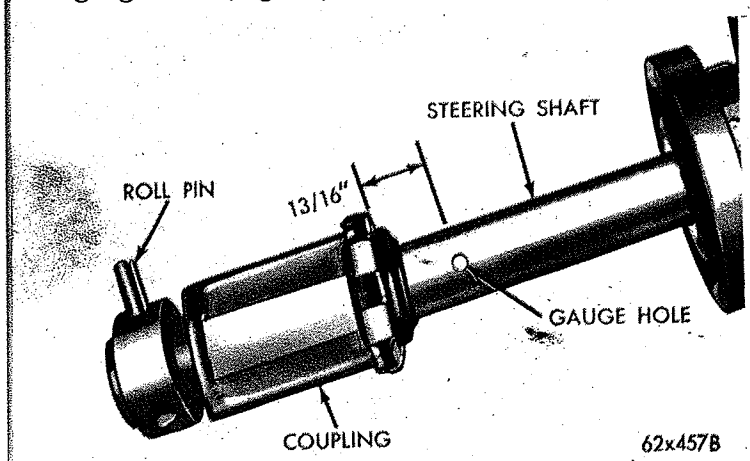

***Fig. 16—Positioning Steering Shaft Coupling (Valiant and Belvedere Models)***
(4) The steering shaft coupling must be centered at midpoint of its travel.
**Valiant and Belvedere Models:** Move column assembly up or down in instrument panel bracket so dimension between top of coupling and center of gauge hole (Fig. 16) is 13/16 inch. Tighten steering column bracket clamp screws securely.